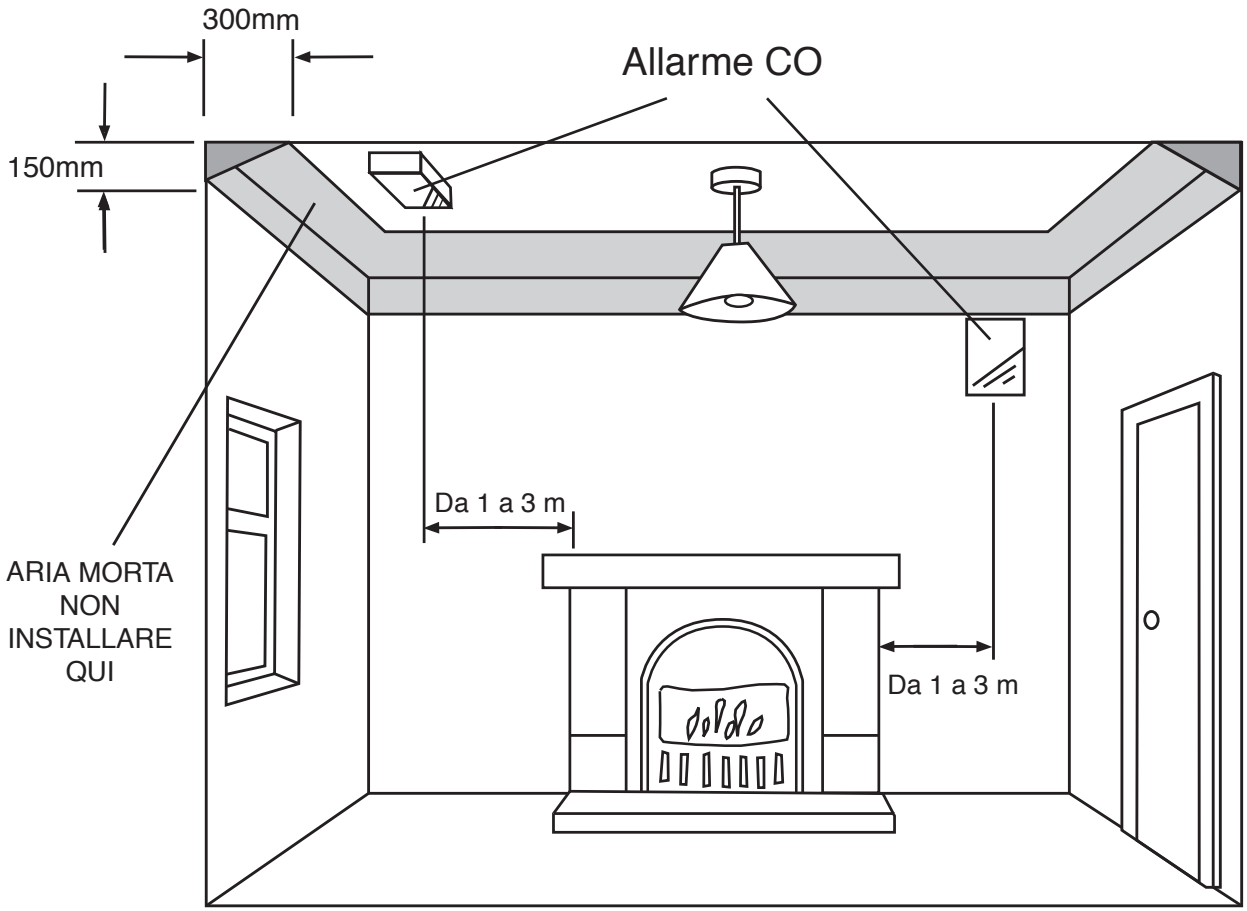

Figura 2
4.31 Se si posiziona l'allarme per il rilevamento di CO in una stanza con un'apparecchiatura a combustione di carburante (consultare la Figura 2)